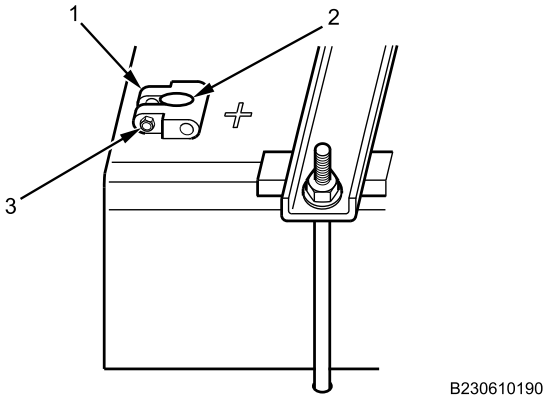

Figure 6. Battery Stud Adapter Terminal Clamp Installation.
2. Install battery stud adapter terminal clamp (Figure 6, Item 1) on battery terminal (Figure 6, Item 2). Tighten nut (Figure 6, Item 3) securely.